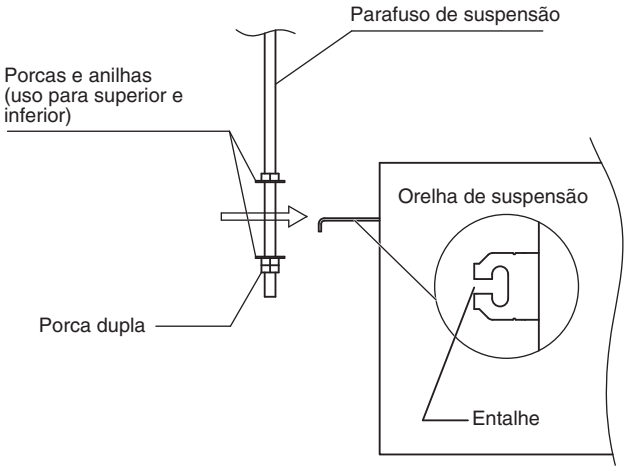

Fig. 3-5
(3) Enrosque as 3 porcas hexagonais e 2 anilhas (fornecimento de campo) em cada um dos 4 parafusos de suspensão (Figs. 3-5 e 3-6). Utilize 1 porca e 1 anilha para o lado superior, e 2 porcas e 1 anilha para o lado inferior, de modo que a unidade não caia das orelhas de suspensão.